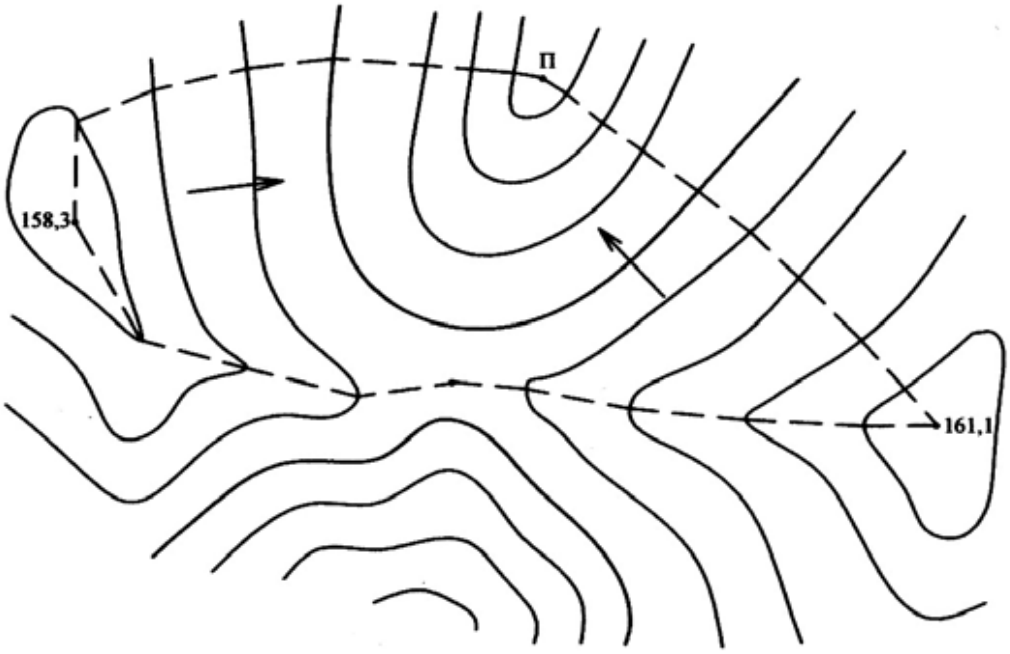

Рис. 1. Пример вычерчивания водосборной площади
7. На заданном маршруте определить и вычертить на карте границы водосборного бассейна. Пример вычерчивания водосборной площади приведен на рис. 1.
В рассматриваемом примере (рис. 1) прямоугольные координаты ЮЗ угла следующие: